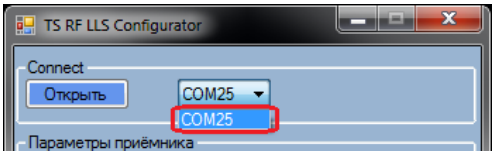

Рис.8
3) выбрать в поле **"Connect"** из выпадающего меню **"COMxx"** (рис.8), где xx – порядковый номер COM-порта: